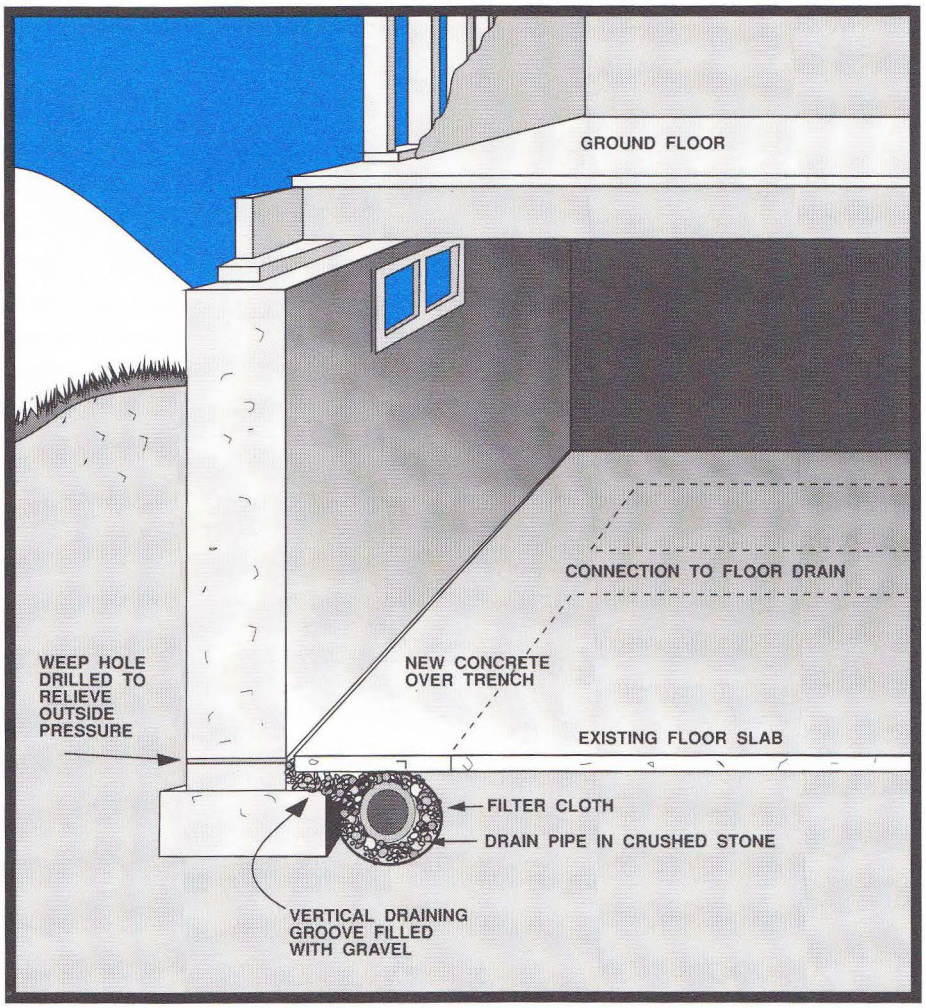

**FIGURE 42**
- An interior trench along the inside bottom of the footing must be excavated. Another interior trench, connecting to the drainage outlet or sump area, must also be excavated. Drain or weeping tiles should be laid. Holes must be drilled through the bottom of the *foundation walls* to relieve outside water pressure and lead that water to the interior drain. The trench and weepholes through the walls should be covered with gravel and topped with concrete. (See Figure 42.)